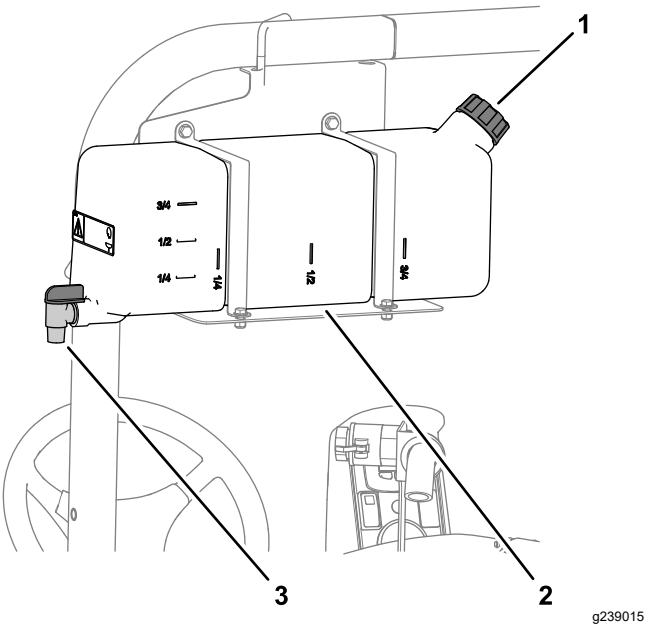

Figur 19
- Fyll tanken genom att skruva av locket ovanpå tanken, fyll på med färskvatten och sätt tillbaka locket (Figur 19).
- Vrid reglaget på pluggen för att öppna pluggen till färskvattentanken (Figur 19).